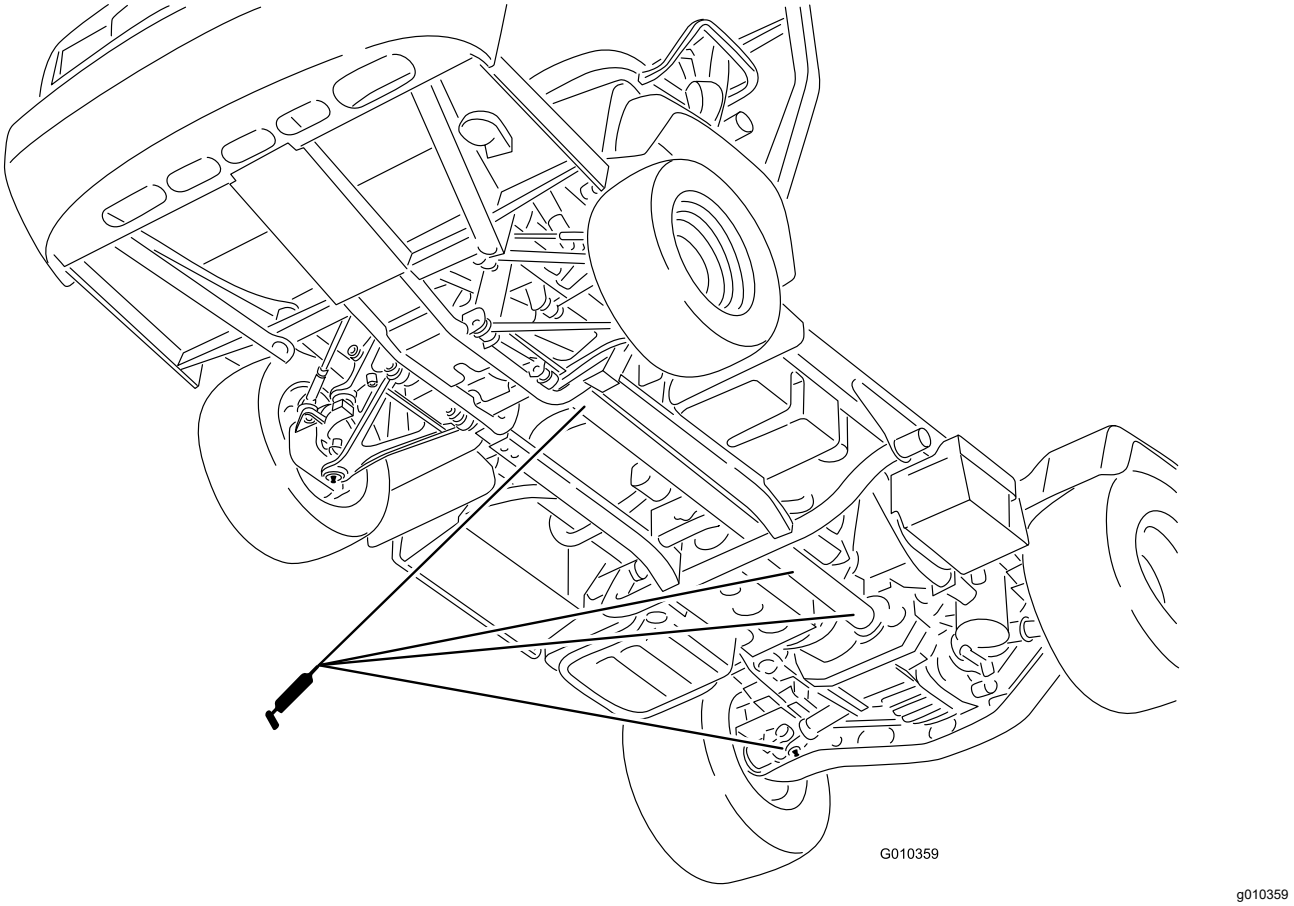

**Bild 32**
- **U-Gelenk (18)**; siehe Bild 32
- **Vierradantriebswelle (3)**; siehe Bild 32